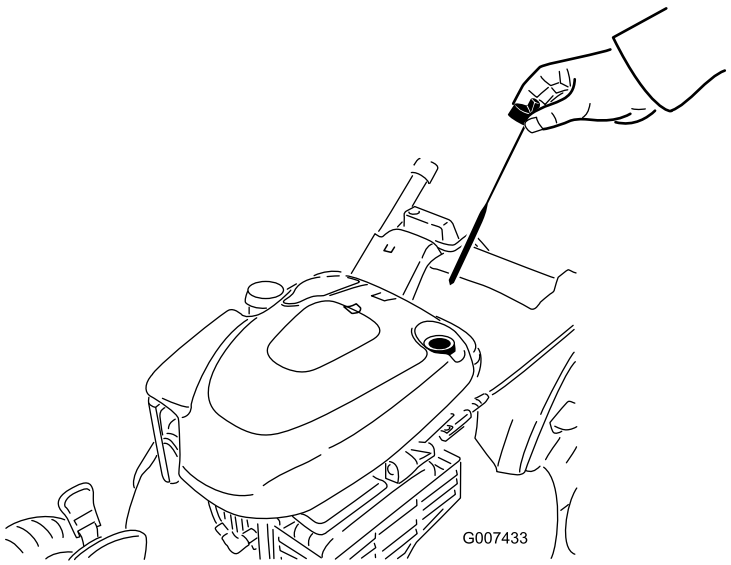

Figur 29
2. Ta bort oljestickan (Figur 29).